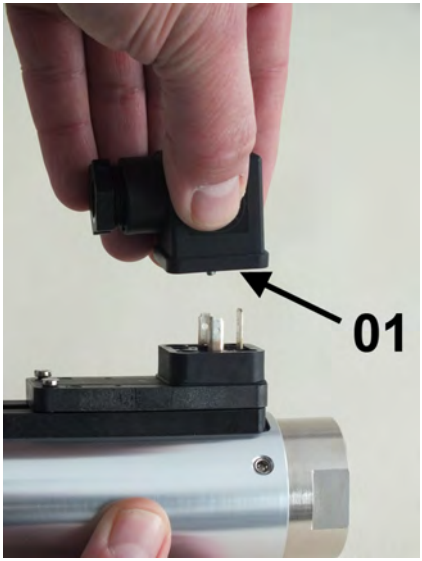

Abb. 55: Steckerdose abziehen
2. Steckerdose mit dazugehöriger Dichtung (Abb. 55/01) nach oben abziehen